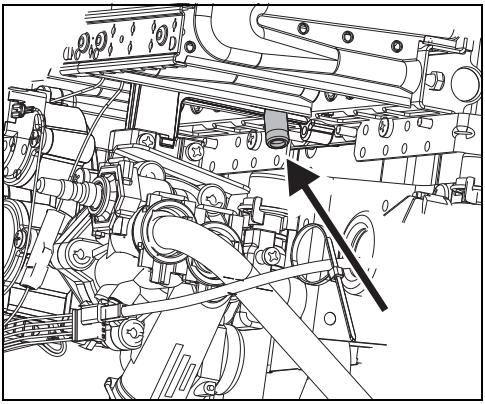

Рис. 14 Точка измерения давления перед форсункой
- Ослабить запорный винт (рис. 14).